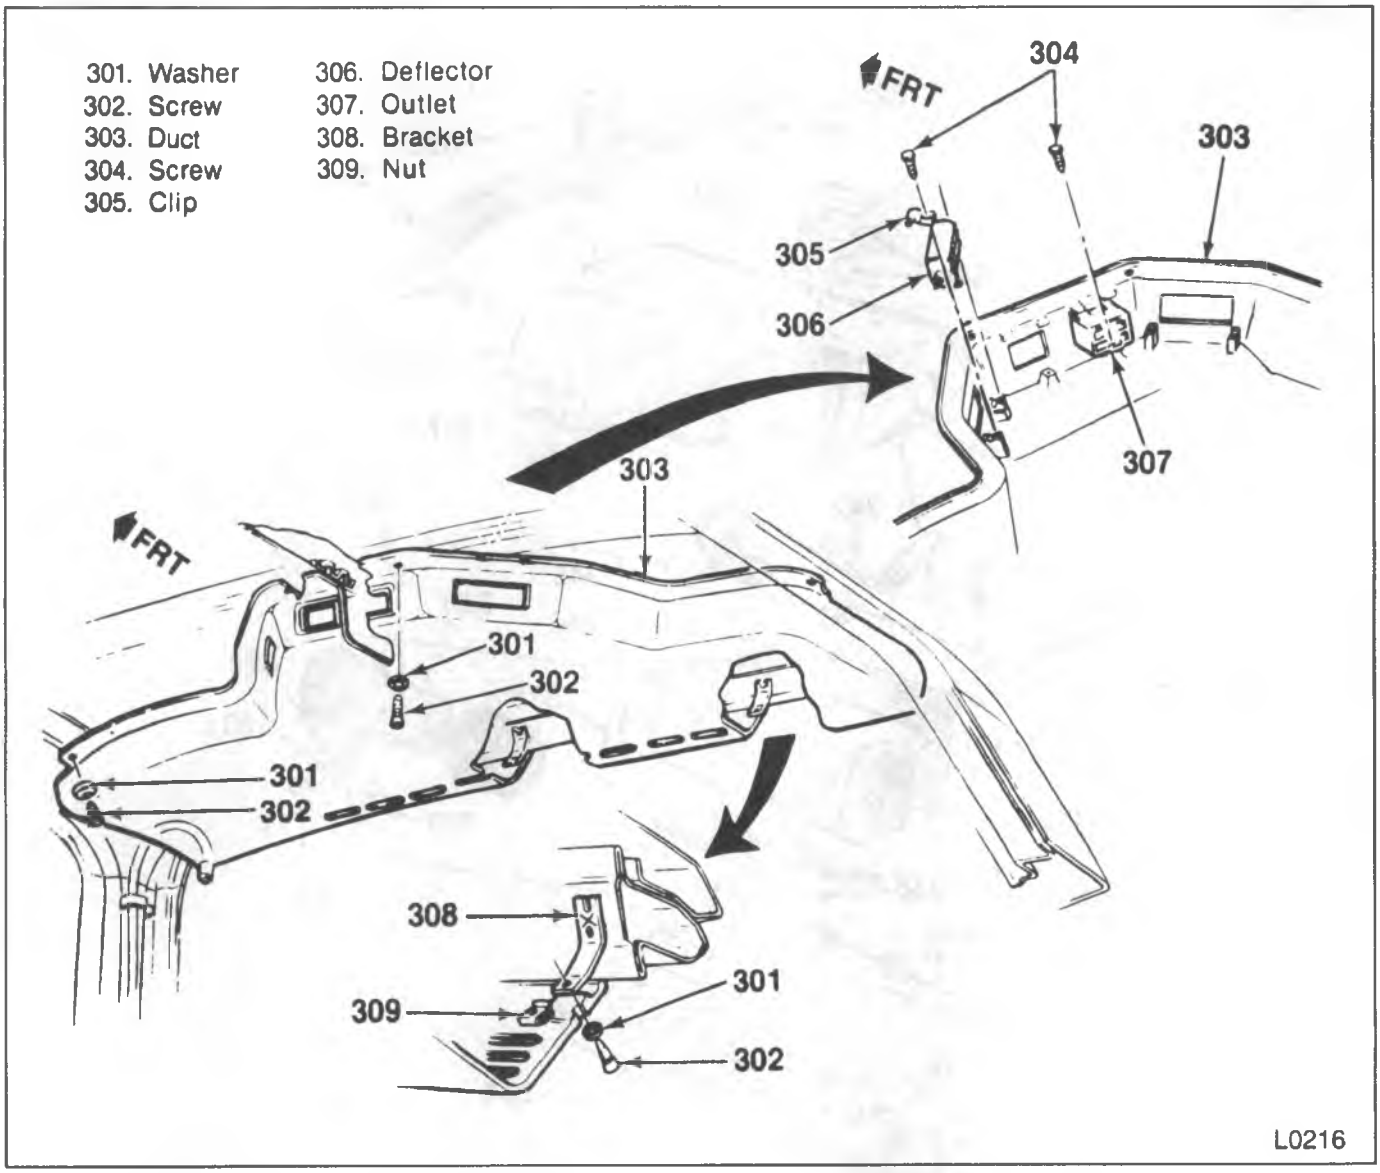

Figure 49 – Rear Interior Roof Mounted System – Duct
The rear interior roof mounted system is used with the front air conditioning system. Refer to figures 49, 50 and 51.
This duct covers the blower-evaporator assembly located at the rear of the vehicle. It has two adjustable air outlets (figure 49).
Remove or Disconnect (Figure 49)
Install or Connect (Figure 49)
2. Rear duct (303) as outlined previously (figure 49).
3. Blower motor ground strap screw (328) and ground wire (331).
4. Blower motor harness connector (332).
1. Wheels to the motor shaft (330).
4. Lower case (336) and motor assembly (330) in the vehicle.
5. Lower to upper case screws (334).
6. Center ground wire (331) and screw (328).
7. Blower harness connector (332).
8. Rear duct (303) as outlined previously (figure 49).